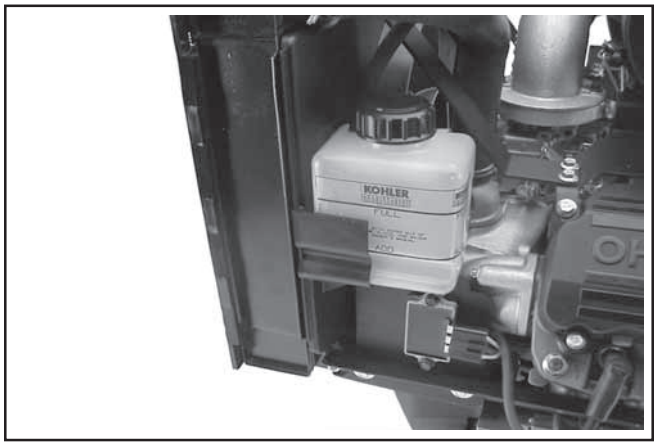

Figure 9. Overflow Reservoir Location.
The coolant level should be checked at the overflow reservoir, located within the formed supports of the fan shroud. See Figure 9.
3. Fill the radiator with the coolant mixture. Allow coolant to drain into the lower areas. Fill the overflow reservoir to a level between the ‘‘FULL’’ and ‘‘ADD’’ marks. See Figure 9. Reinstall the radiator and reservoir caps.
5. Recheck the coolant level in the reservoir. Coolant level should be between the ‘‘FULL’’ and ‘‘ADD’’ marks. Add coolant to reservoir if required. See Figure 9.